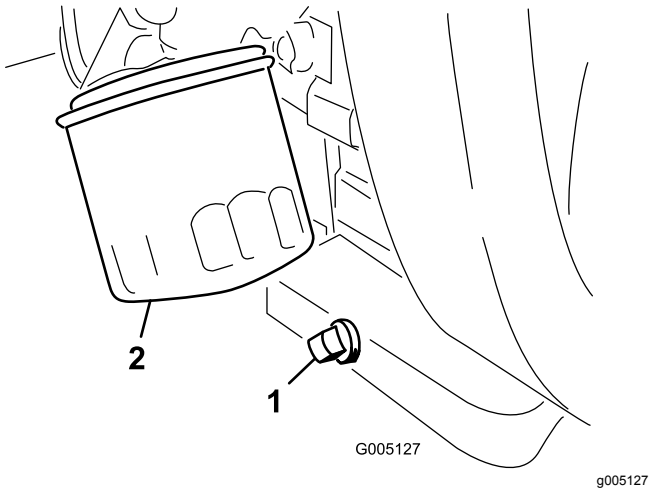

**Figur 46**
1. Ta bort avtappningspluggen (Figur 46) och låt oljan rinna ned i ett kärl. Sätt tillbaka avtappningspluggen när oljan har slutat rinna.
2. Avlägsna oljefiltret (Figur 46). Stryk på ett tunt lager ren olja på den nya filterpackningen.